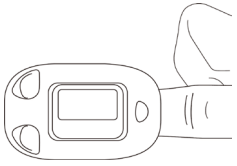

Bild 5 För fingret på plats
- Fingret ska placeras korrekt (se bifogad fig. 5), eftersom felaktig inställning eller felaktig kontaktposition för sensorn påverkar mätningen.
2) Öppna klämman så som bild 5 visar.